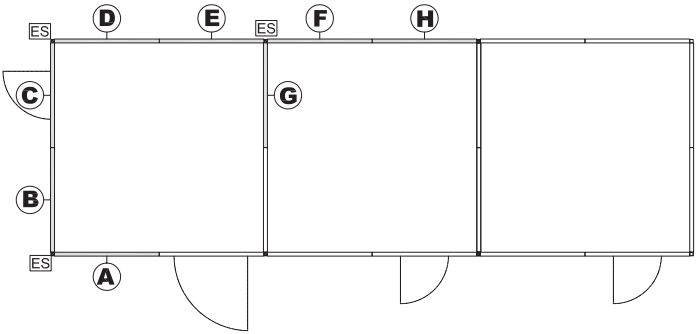

Fig. 27 Secuencia de instalación
* Ensamble un panel paso (H) al panel paso (F) fig. 27 detalles en página 16.